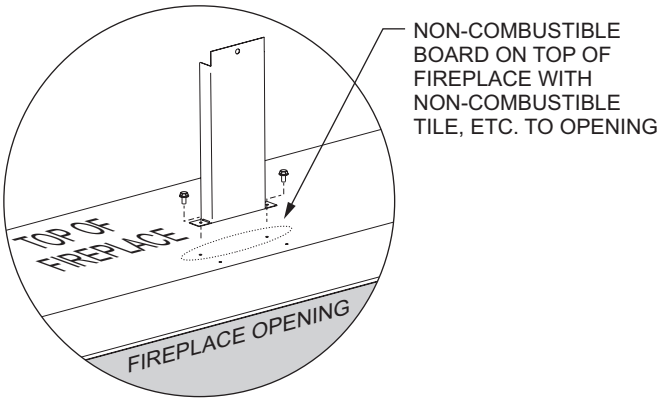

Figure 39
This type of installation will allow you to apply tile, marble, stone or other non-combustible material over the face of the fireplace cabinet, up to the flange opening. **See Figures 39 and 40.**
3. Secure the standoff brackets to the fireplace top with six screws as shown in **Figure 39.** The screws are located in the hardware packet inside the envelope pack. There are holes located in the top of the fireplace for each standoff bracket. The hole closer to the front edge of the fireplace is for mounting noncombustible board around the opening (Finishing Option 1). The other hole is for mounting the non-combustible board flush to the fireplace face (top, side and bottom) (Finishing Option 2).